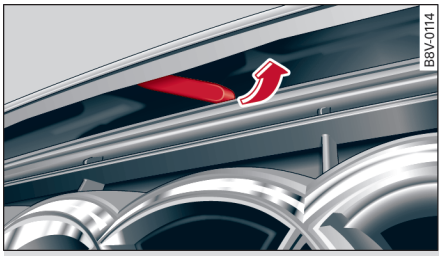

图 203 发动机舱盖下面的开关
- ▶ 将发动机舱盖下面的点动开关向上推 ⇨ *图 203*。此时锁钩会松开。